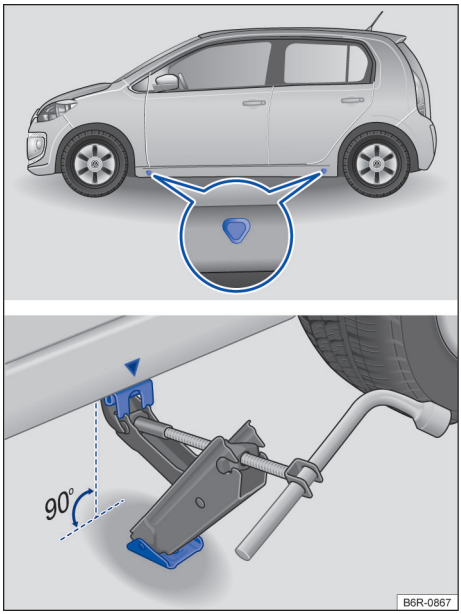

Fig. 142 Pontos de apoio do macaco e macaco posicionado no lado esquerdo traseiro do veículo.
O macaco somente pode ser posicionado nos pontos de apoio indicados (marcação na carroceria) → Fig. 142. É válido o ponto de apoio localizado próximo à roda correspondente → ⚠.
6. Procurar sob o veículo o ponto de apoio do macaco → Fig. 142 mais próximo da roda a ser trocada.
8. Garantir que a base do macaco, com toda sua superfície, esteja sobre o chão e que a base se encontre perpendicularmente abaixo do ponto de colocação → Fig. 142.
9. Alinhar o macaco e, simultaneamente, levantar a garra do macaco até ela se encaixar na travessa debaixo do veículo → Fig. 142.
- Posicionar o macaco somente nos pontos indicados. A garra do macaco deve se encaixar no perfil da longarina de forma segura → Fig. 142.